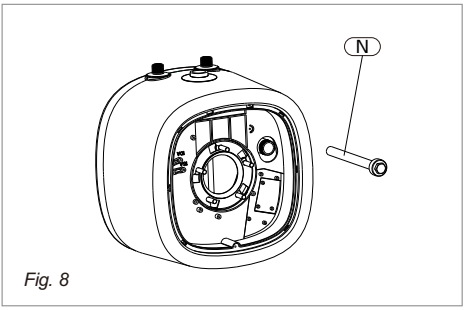

Fig. 8
The purpose of the anode rod (Fig. 8, [N]) is to protect the tank against corrosion. It is critical that the anode rod be inspected once a year to determine whether it requires replacement. To access the anode rod, it must first be removed. (see Section 5.4 Removing the heating element). Upon inspection, the anode rod surface should appear smooth. If the rod surface appears pitted, bumpy, rusty, or if the rod is missing completely, then it must be replaced.
- Remove and replace the anode rod (Fig. 8, [N]).